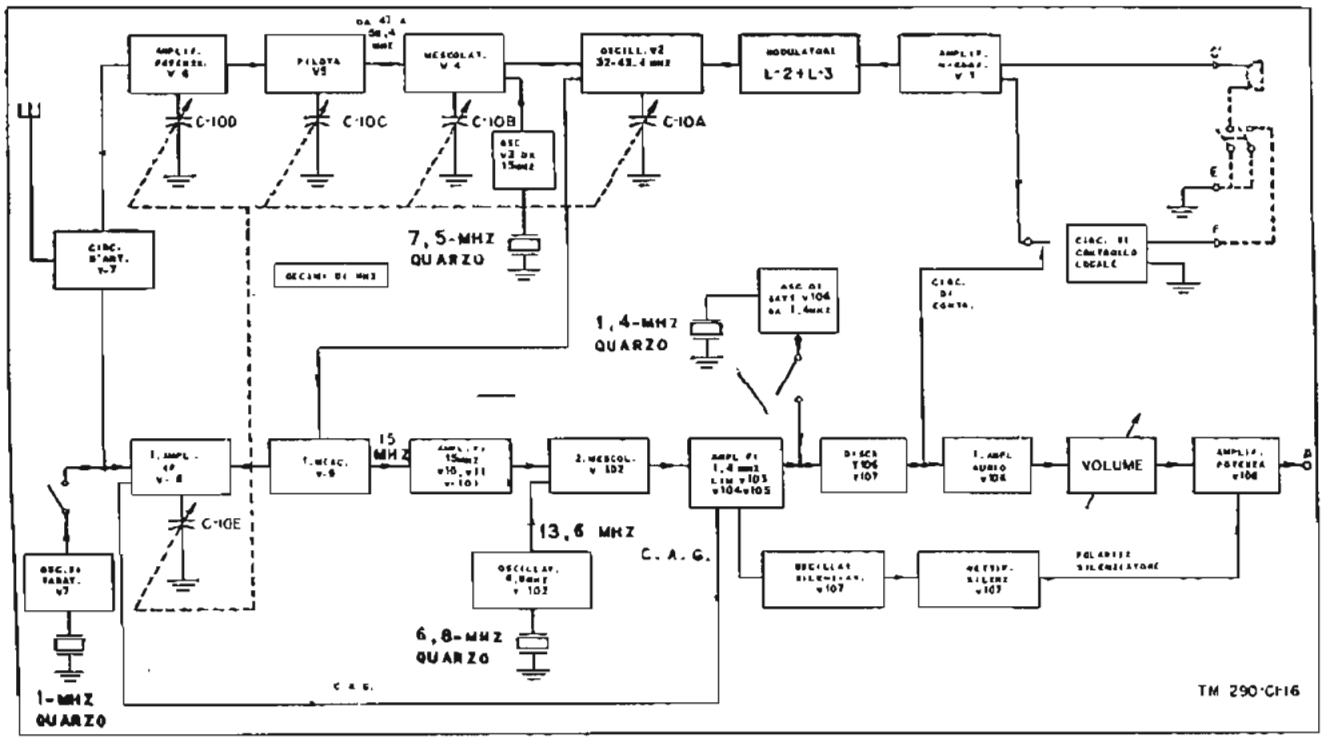

FIG. 10 - Schema a blocchi del Rice-Trasmettitore RT-70(*)/GRC.
(fig. 10)
*a. Generalità.* Il percorso del segnale nel Ricetrasmettitore è indicato nello schema a blocchi della fig. 10. Il circuito completo dell'apparato è indicato nelle figure 53 e 54. Lo schema a blocchi mostra che l'apparato è costituito da circuiti separati per il Trasmettitore e per il Ricevitore. I due circuiti hanno in comune il circuito d'antenna, l'oscillatore 32-43,4 MHz, V2, ed il comando di sintonia.